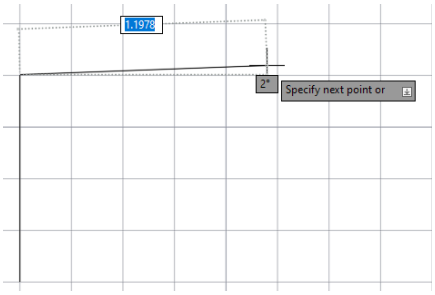

Figure 2-18 *Specifying polar coordinate for third point*
*(Move the cursor toward the right, enter **2** in the distance input box, press the Tab key, enter **0** in the angle input box, and then press Enter, refer to Figure 2-18).*